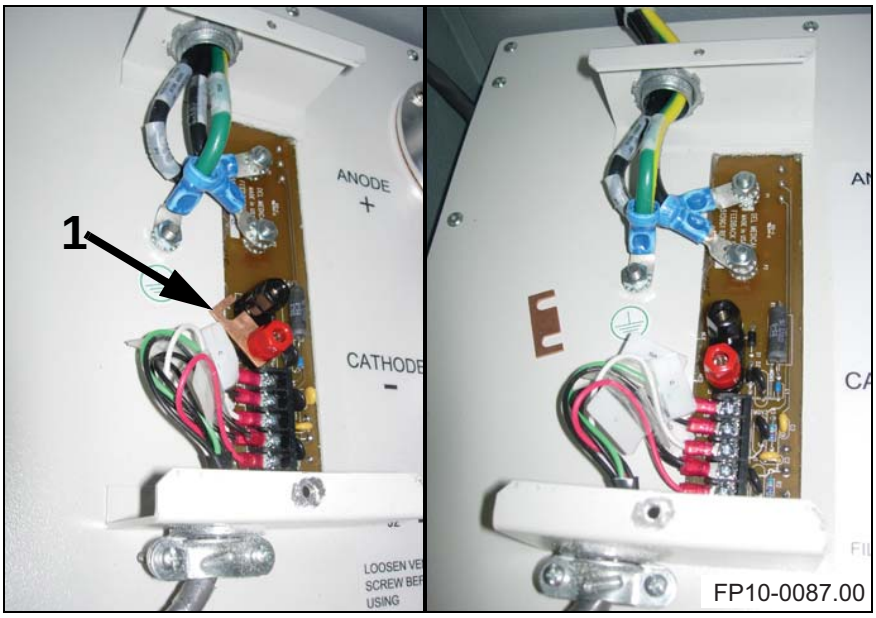

Figure 5-4. Removal of jumper J2.
d. Remove the jumper J2 (1 in Figure 5-4).